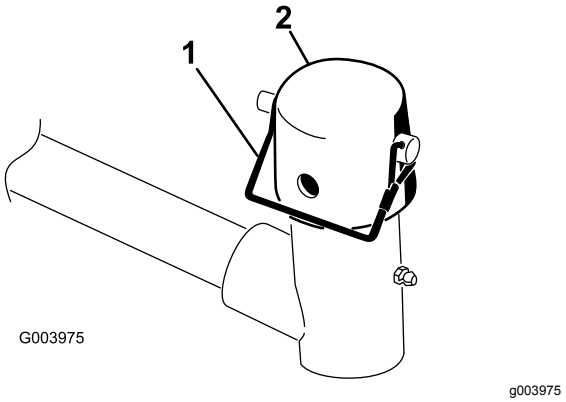

Figur 10
7. Ta bort hjulsprinten från lyftarmens svängok. Skruva sedan av locket (Figur 10).
11. Fäst locket och bärramens axel på lyftarmens ok med hjälp av låsstiftet (Figur 10).